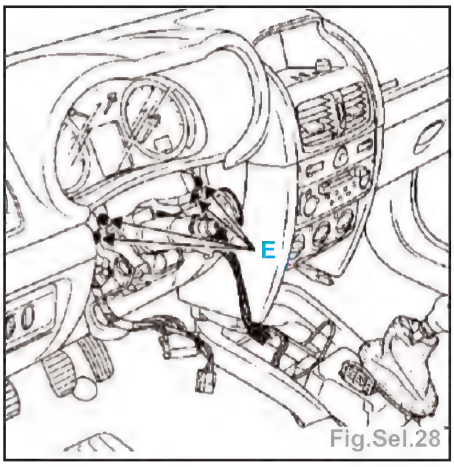

Fig.Sel.28
- les 3 vis de fixation de la demi-coquille inf. de volant (C),
- les 4 vis (E) (Fig.Sel.28).